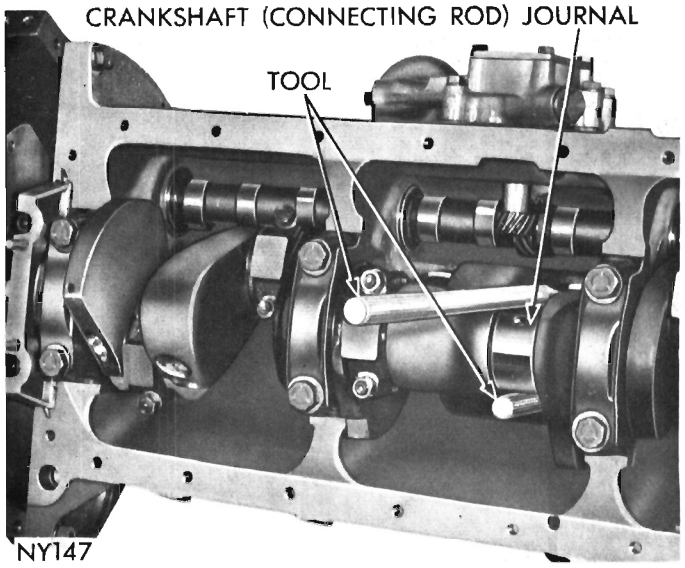

Fig. 43—Removing and Installing Connecting Rod
(1) Compression ring gaps should be located on the left side of the engine and staggered about 60° apart. Neither gap should line up with oil ring rail gaps.
(2) Rotate oil ring expander so that ends are at right side of engine. Rotate steel rails so that gaps are approximately opposite and positioned above piston pin holes.
(3) Immerse piston head and rings in clean engine oil. Slide the ring compressor, Tool C-385, over the piston and tighten with special wrench (part of Tool C-385). **Position of rings must not change during this operation.**
(4) The notch on top of piston must point toward front of engine so that squirt hole in connecting rod is toward right side of engine.
(5) Install connecting rod bolt protectors on rod bolts, the long protector should be installed on squirt hole side of connecting rod. **Rotate crankshaft so that connecting rod journal is on the center of cylinder bore.**
(6) Insert rod and piston into cylinder bore and guide rod over the crankshaft journal (Fig. 43). Be careful not to nick connecting rod journals.
(7) Tap piston down in cylinder bore, using handle of a hammer. At the same time, guide connecting rod into position on crankshaft journal.